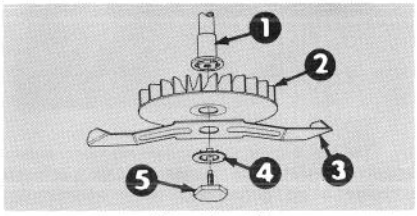

Afbeelding 23
5. Breng de speciale mesbeschermer op zijn plaats, let er daarbij op dat de uitstulpingen in de desbetreffende inkepingen vallen. Kontroleer of het mes nauwkeurig op de motoras past. Vastzetten met de bout (Afb. 23).